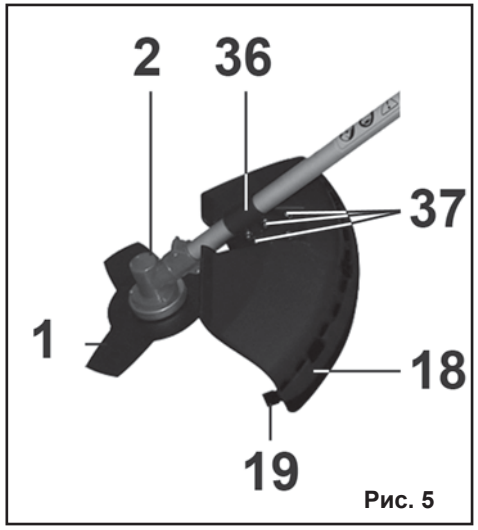

Рис. 5
6.3. Установка защитного кожуха, Рис. 5